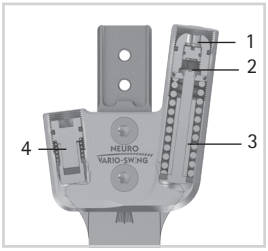

Fig. 18
Mediante el tornillo de ajuste de alineación (1) se puede ajustar la alineación de la ortesis. El tornillo limitación de movimiento (2) permite un ajuste sin escalonamientos del rango de movimiento en flexión plantar y dorsiflexión. La elasticidad de muelle se puede cambiar por unidades de muelle (3) en niveles de elasticidad diferentes (fig. 18).
La unidad de tornillo de ajuste (4; fig. 18) en la articulación de sistema permite un ajuste fino del rango de movimiento de 10° como máximo. Para ello, atornille la unidad de tornillo de ajuste más adentro o afuera de la articulación de sistema. Tenga en cuenta que se debe realizar un ajuste fino de 10° como máximo. El émbolo de la unidad de tornillo de ajuste no debe perder contacto con el estribo de sistema durante todo el rango de movimiento (15° en flexión plantar como máximo) ya que, en caso contrario, se producen ruidos.